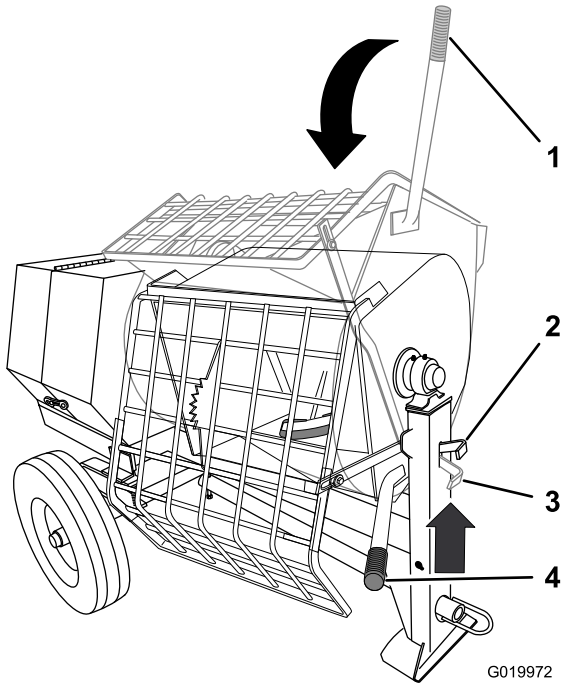

Figura 40
2. Sujete la palanca de volteo con la mano izquierda (Figura 40).
3. Levante la manija del pestillo del tambor (Figura 40).
4. Con ambas manos en la palanca de volteo, gírela en sentido antihorario para descargar el contenido del tambor (Figura 40).
5. Gire la palanca de volteo en sentido **horario** hasta que el pestillo del tambor bloquee el tambor en la posición vertical (Figura 40).